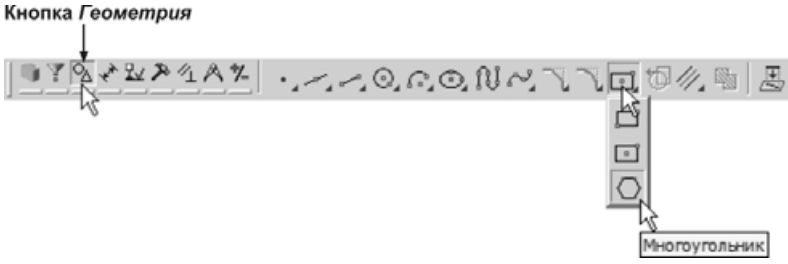

Рис. 4.37
- Нажмите кнопку **Многоугольник** на панели расширенных команд построения многоугольников инструментальной панели **Геометрия** (рис. 4.37).